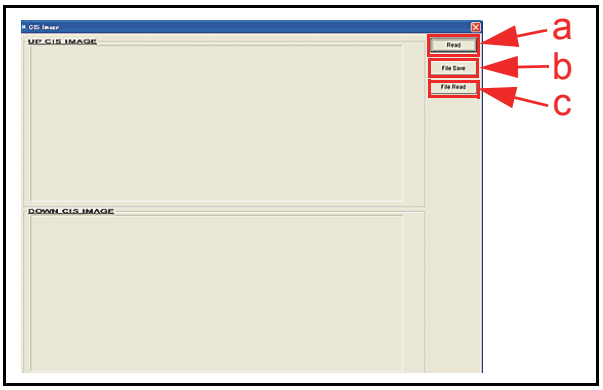

Figure 6-71 Empty CIS IMAGE Screen
2. Confirm that the "**CIS Image**" Screen shown in Figure 6-71 appears.
4. Mouse-click on the "File Save" Screen Button (See Figure 6-71 b) if necessary to save the data.
5. Mouse-click on the "File Read" Screen Button (See Figure 6-71 c) to retrieve the saved file data.